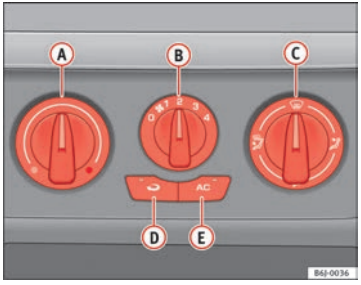

Fig. 94 Air conditioning controls on the dash panel
– Disconnect the cooling system using button ⇒ Fig. 94 AC (the button light turns off).
When air recirculation mode is switched on (button ⇒ Fig. 94 with warning lamp) strong odours in the outside air do not enter the vehicle interior, for example when passing through a tunnel or in a traffic jam.